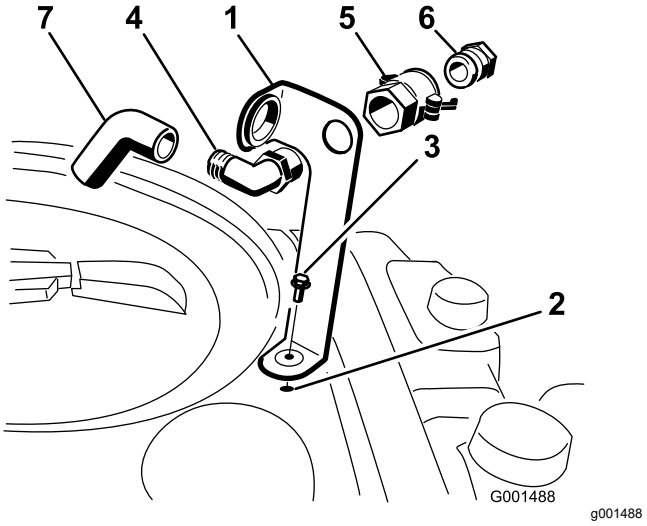

Figure 3
1. Place the fill-receptacle bracket over the threaded hole in the tank and secure it with a flange-head bolt (5/16 x 3/4 inch) as shown in Figure 3.
2. Place the threaded end of the 90° elbow fitting through the bracket and thread the quick coupler onto it, securing it to the bracket (Figure 3).
3. Install the hose adapter into the quick coupler (Figure 3).
4. Lock the adapter into place by swinging the levers toward the adapter and then secure them with the hairpin cotters (Figure 3).
5. Install the anti-siphon hose through the large opening on the bracket and onto the barbed end of the 90° elbow fitting (Figure 3).